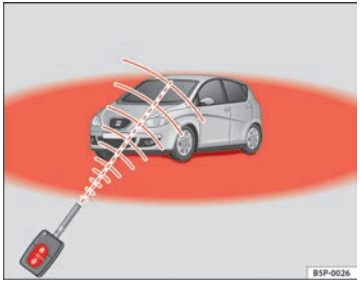

Abb. 63 Wirkungsbereich der Funk-Fernbedienung
- Die Funk-Fernbedienung funktioniert nur, wenn Sie sich im Wirkungsbereich befinden ⇒ Abb. 63 (roter Bereich).